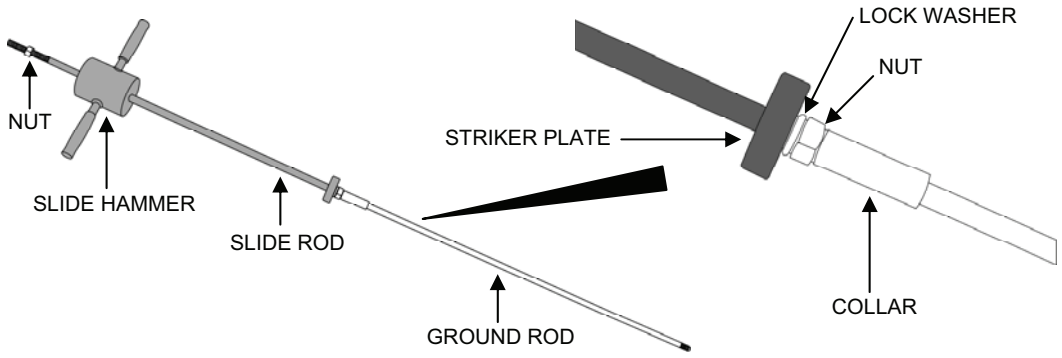

Figure 2. Slide Hammer Assembled to Drive the First Ground Rod.
3. Assemble the slide hammer assembly as follows (Figure 2):